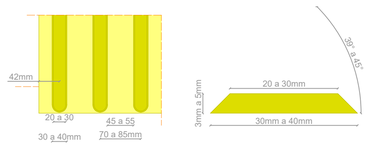

Figura 5 - Relevo do piso tátil direcional
* O piso a ser adotado deverá obedecer todos os requisitos apresentados na Figura 5 além de possuir contraste de cor com o piso adjacente de LRV>30 pontos